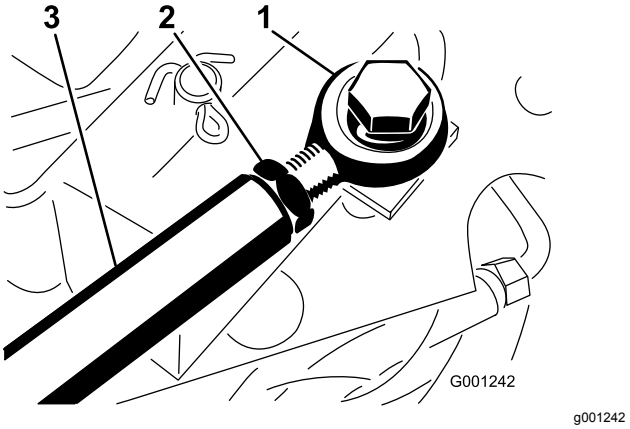

Figur 80
Justera drivstången om mer justering krävs (Figur 80), enligt följande:
2. Lossa kontramuttern som håller fast stångänden på drivstången (Figur 80).
4. Dra åt kontramuttern (Figur 80) och säkra stångänden till gaspedalen med den bult och den mutter som togs bort för att låsa fotpedalens vinkel.